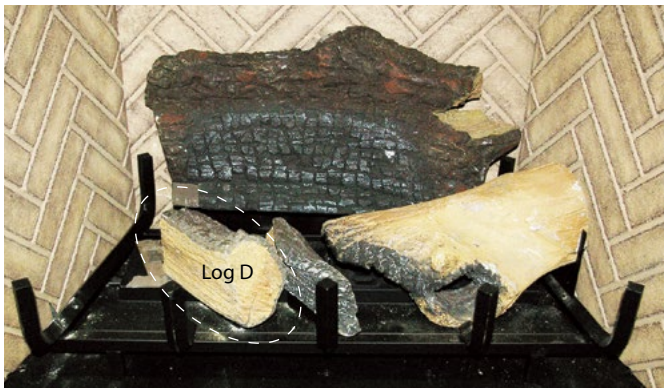

Figure 18j. Installation of Log 'D'.
Step 7. Place Bottom Left Log 'D', with the flat edge down. and place square end inside Log Rest, aligning the center of the Log with the Spikes, ***Figure, 18a.*** Press FIRMLY, seating the Log onto the sharp spikes, ***Figure 18j***. Note the color variation in the Log.